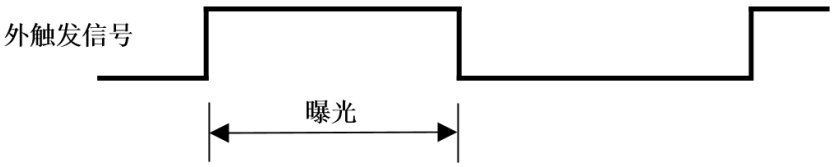

图 8-23 上升沿触发宽度曝光模式时序图
- 如果启用上升沿触发，曝光会在触发信号上升时开始，一直持续到触发信号下降结束，如图 8-23 所示